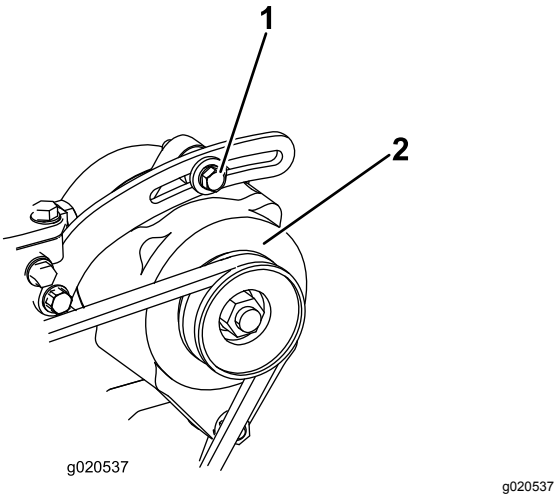

Figuur 89
1. Als de indrukking niet correct is (10 mm), moet u de montagebouten van de wisselstroomdynamo losdraaien (Figuur 89).